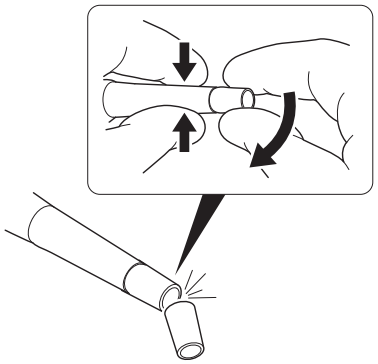

Figure 85 – Sleeve Frangible Section Removal
2. Grasp the sleeve close to the frangible section perforation (Figure 85).